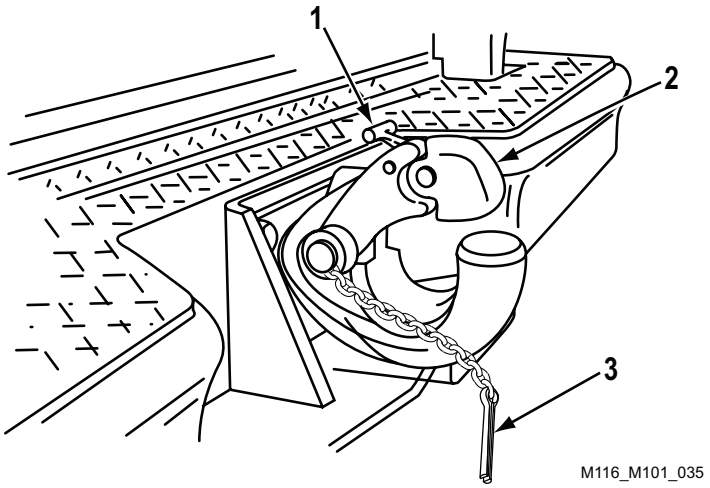

Figure 8. Open Pintle Hook.
3. Remove safety pin (Figure 8, Item 3) from pintle hook (Figure 8, Item 2) of prime mover.
4. Pull up on locking latch (Figure 8, Item 1) to open pintle hook (Figure 8, Item 2).